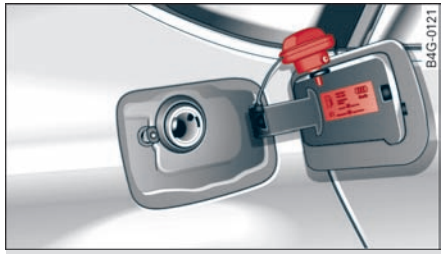

图 201 油箱盖板及插在其上的油箱盖
- 从上面将油箱盖插到开着的油箱盖板上 ⇨ *图 201*。